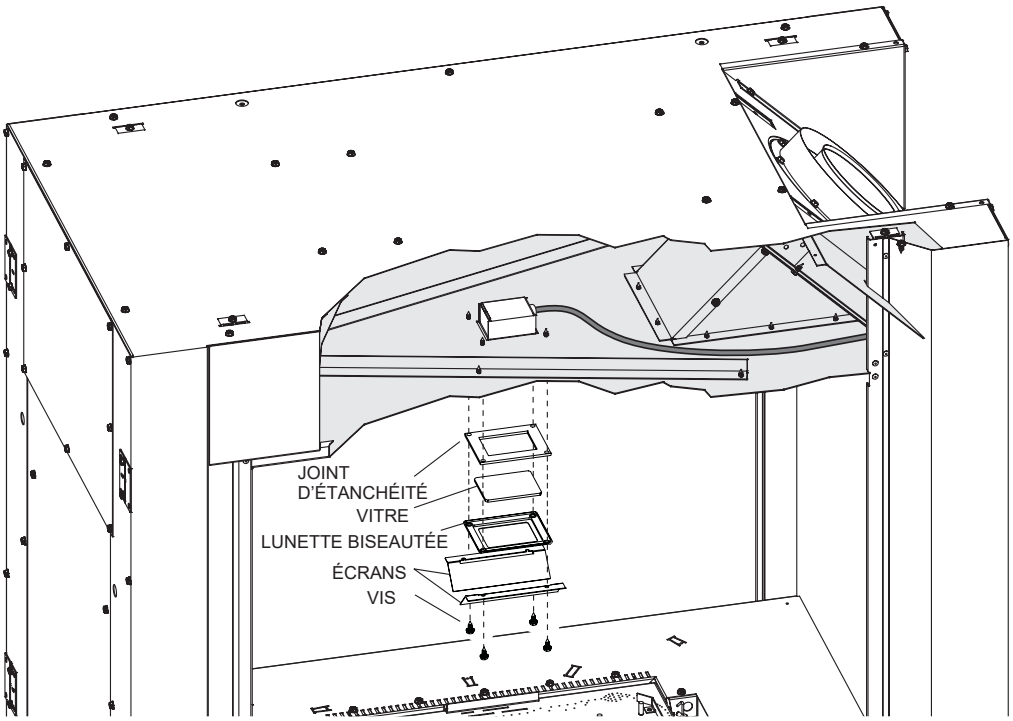

Figure 4
6. Choisir la lentille vitrée orange ou claire selon votre préférence. Visser le boîtier sur le plafond en plaçant le joint d'étanchéité, la lentille, la lunette biseautée et les écrans de chaleur dans l'ordre montré à la **Figure 4 de la page 2**.